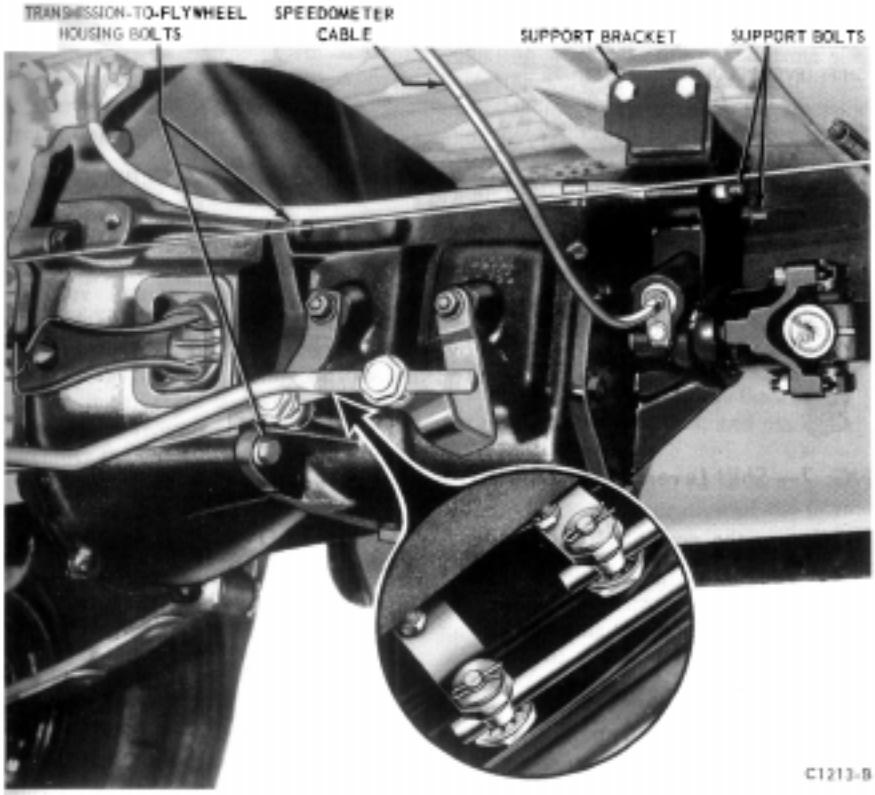

FIG. 3 –Transmission Installation—Econoline
2. Loosen the trunnion nuts at the transmission shift levers (Fig. 3). Loosen the nuts sufficiently to allow the shift rods to slide freely in their trunnions.